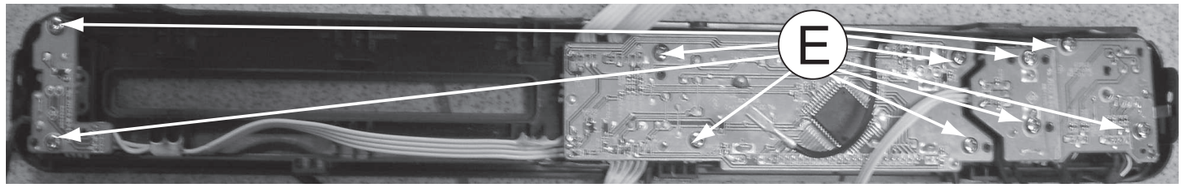

Figure 8
1) Loosen 10 screws “E” on the top of DISP+LED+VOL&MP3 IN Board as shown in figure 8.